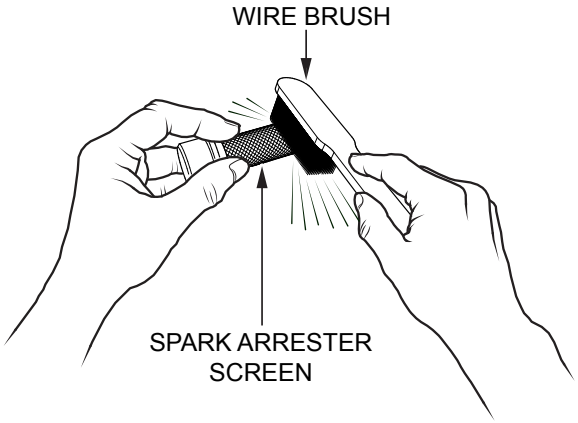

Figure 61. Cleaning the Spark Arrester
4. Carefully remove carbon deposits from the spark arrester screen (Figure 61) with a wire brush.